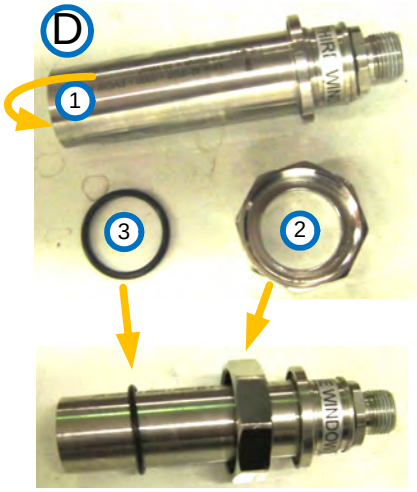

Figure 10-43: Sensor, washer and nut
Step 7. When replacing a sensor, remove the nut **(2)** and the washer **(3)** shown in Figure 10-43 below.